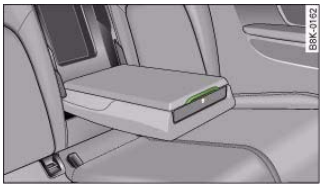

Fig. 235 Rear centre armrest: First-aid kit
– Pull up the catch to open the storage compartment ⇒ fig. 235.